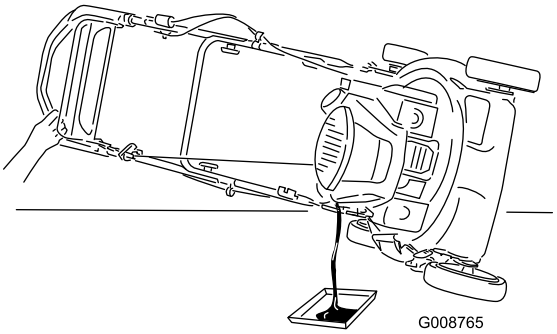

Figur 40
7. Vipp maskinen på siden med oljefyllingsrøret vendt nedover for å tømme brukt olje gjennom oljefyllingsrøret ut i oljetappefatet (Figur 40).